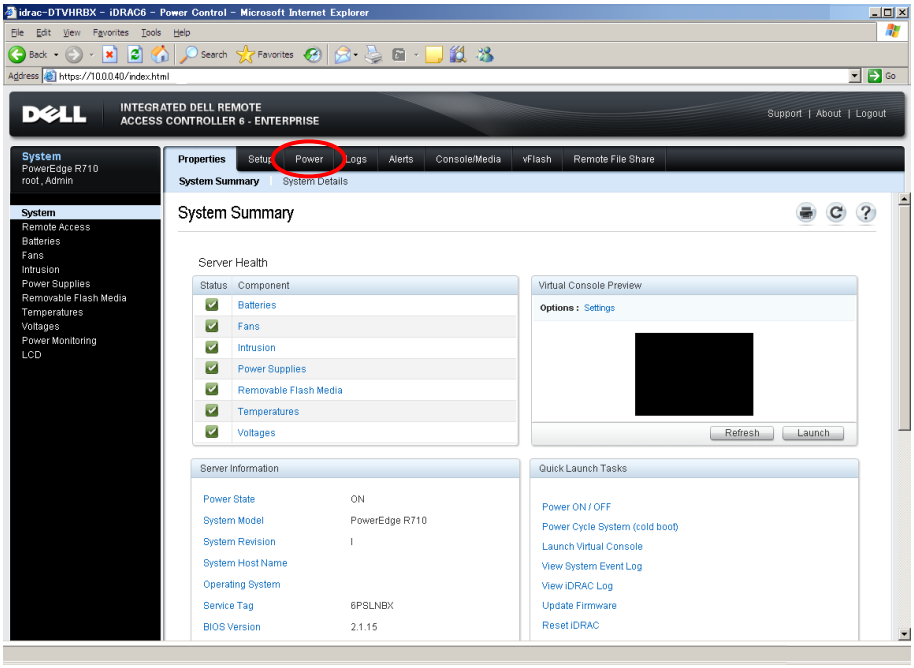

Figure B.2.5-16 System Summary window
(20) The system summary window is displayed as shown in Figure B.2.5-16.